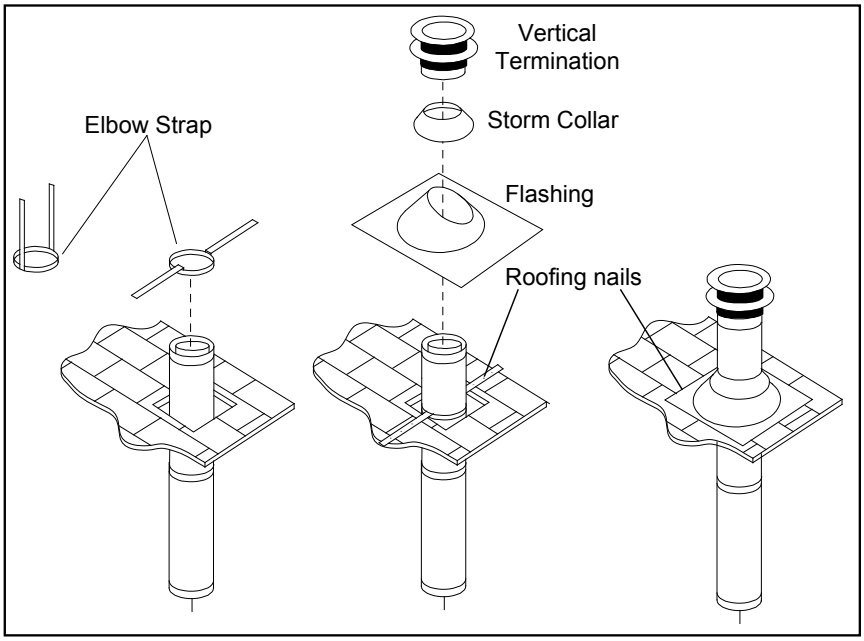

**Figure 29. Vertical Vent Termination**
**STEP 6.** Once the pipe sections have been joined, and run up through the hole in the roof, slip an elbow strap over the exposed sections, bend the support straps outwards, and push the elbow strap down to the roof level, as shown in Figure 29. Tighten the clamp around the pipe section. Use a level to make sure the pipe is truly vertical. With roofing nails, secure the support straps to the roof. Seal the nails holes heads with non-hardening mastic. Trim the excess length of the support straps that extend out beyond the edge of the flashing.
**STEP 9.** Slip the storm collar over the pipe, and push it down to the top of the roof flashing as shown in Figure 29. Use the non-hardening sealant around the joint between the pipe and the storm collar.